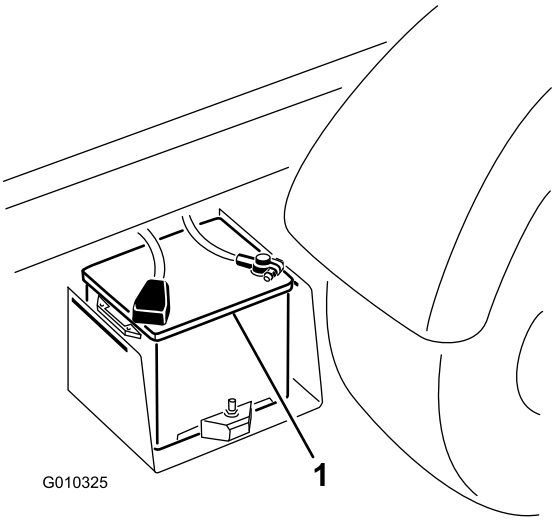

Figur 50
2. Forbind et startkabel mellem pluspolerne på de to batterier (Figur 50).